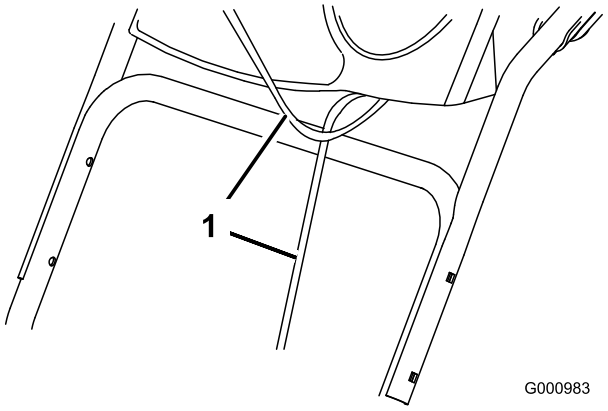

**Figur 3**
1. Lyft upp och vrid det övre handtaget, och sätt det över det undre handtaget (Figur 3).